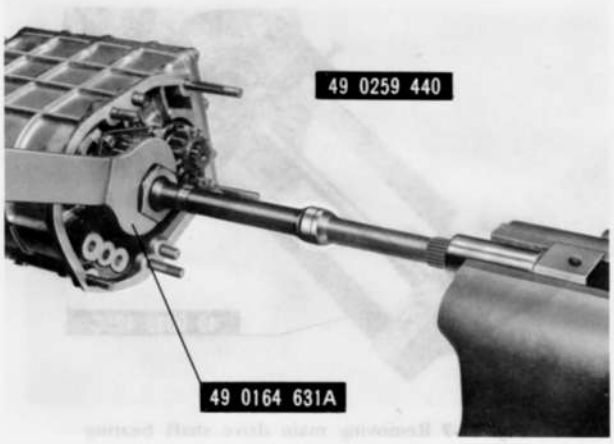

Fig. 7–5 Removing main shaft lock nut
16. Straighten the tab of the lockwasher, hold the main shaft with the **turning & holder** (49 0259 440), as shown in Fig. 7–5, and loosen the lock nut by using the **spanner** (49 0164 631A). Remove the reverse gear and key from the main shaft.